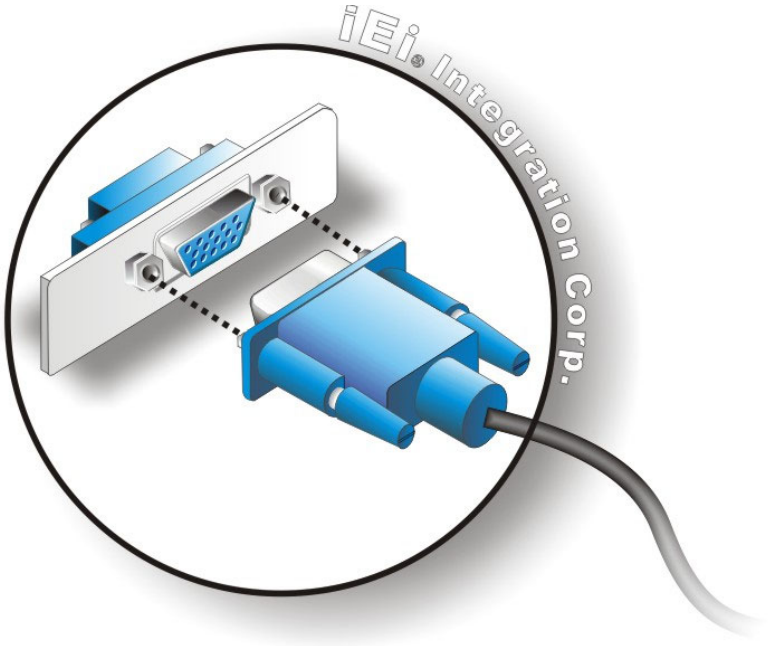

Figure 3-45: VGA Connector
Step 3: **Insert the VGA connector**. Once the connectors are properly aligned, insert the male connector from the VGA screen into the female connector on the PPC-FxxA-H81. See **Figure 3-45**.